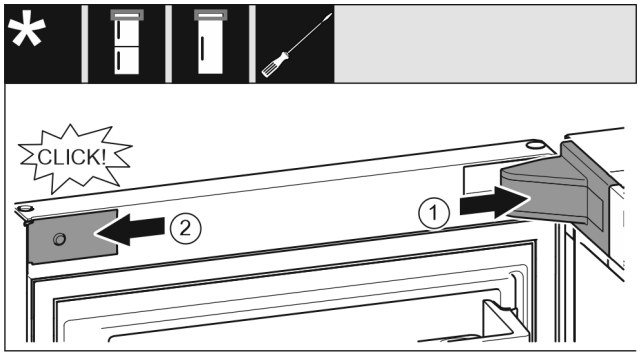

Fig. 25
▶ Put the swap bearing block cover *Fig. 25 (1)* on and engage, push apart carefully if required.
▶ Place the trim *Fig. 25 (2)* on the side and engage.